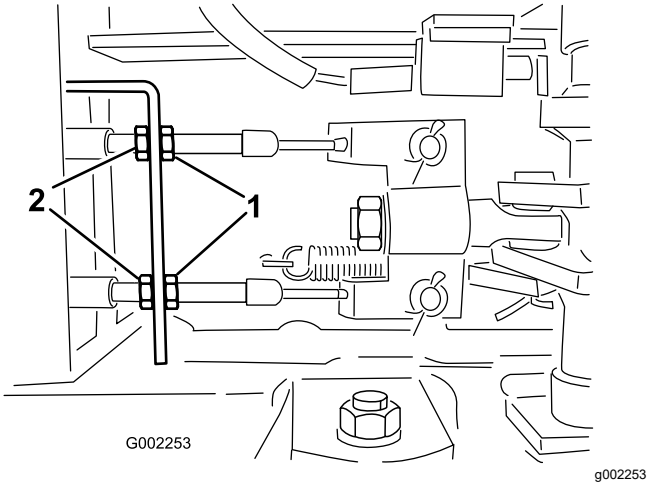

Figur 105
5. Lossa de främre kontramuttrarna på bromskablarna under gräspridarens framdel (Figur 105).
6. Dra åt de bakre kontramuttrarna lika mycket tills bromspedalen rör sig 1–2 cm innan du känner något motstånd (Figur 105).